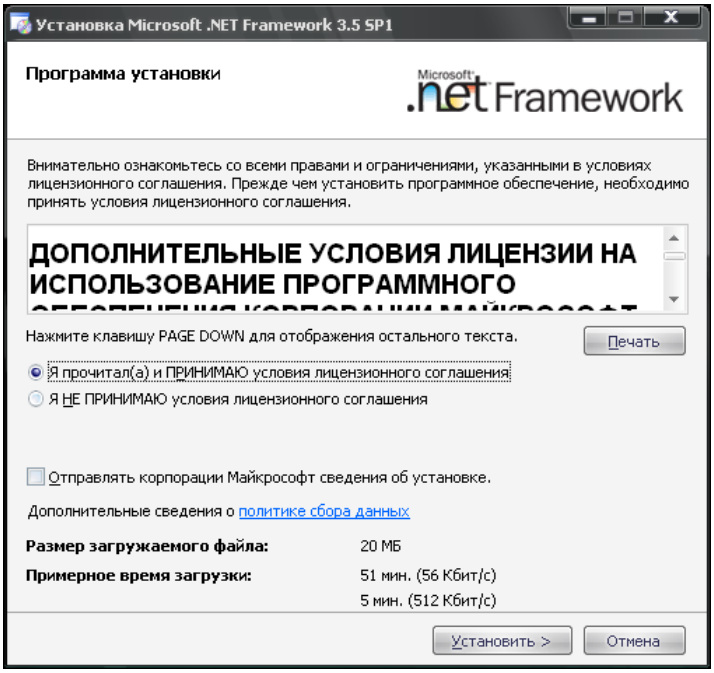

Рис.4
6) в следующем окне (рис.4) необходимо установить галочку **"Я прочитал и принимаю условия лицензионного соглашения"** и нажать кнопку **"Установить"**;